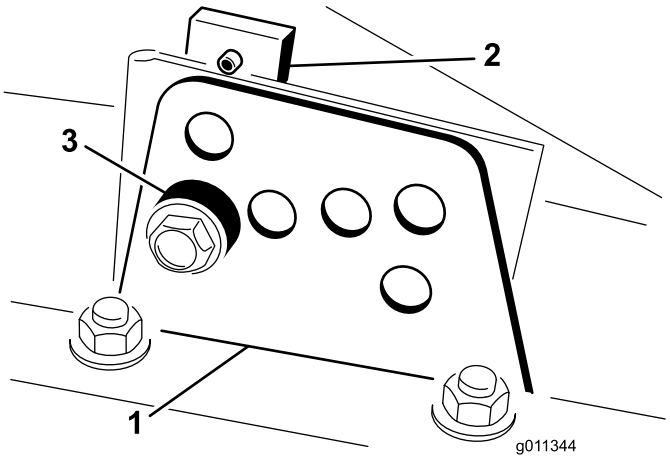

Figur 16
2. Lossa bulten som fäster klipphöjdsfästet på klipphöjdsplattan (längst fram och på vardera sida) (Figur 16).